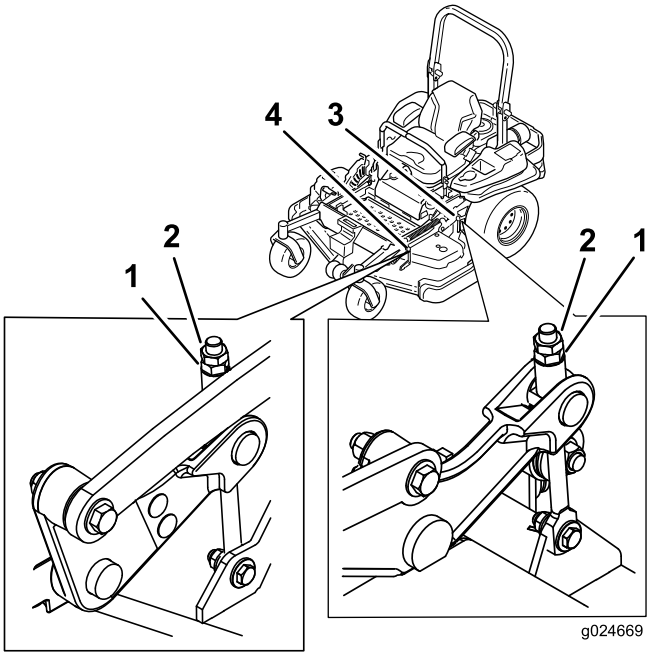

Figur 84
9. Finjuster justeringsmutteren på den fremre klippeenheten ved å vri på den (se Figur 84).
15. Finjuster skruejusteringen ved å vri den til 8,3 mm høyde (se Figur 84).